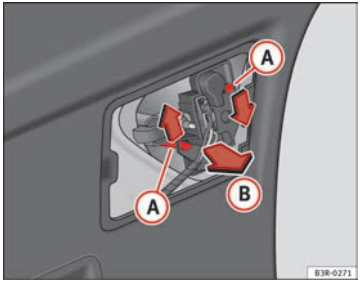

Fig. 231 Remove the bulb holder
– Press on the tabs (A) ⇒ fig. 231 in the direction of the arrows and remove the bulb holder by pulling in the direction of the arrow (B).